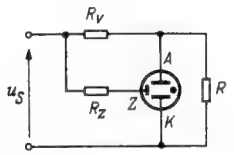

*Bild 31. Stabilisator mit Zündelektrode*
b) Es wird ein Stabilisator mit Zündelektrode angewendet (Bild 31). Man dimensioniert den Vorwiderstand $R_V$ so, daß an R bzw. am Stabilisator eine Spannung liegt, die nur wenig größer als die Brennspannung ist; d. h. man läßt die Bedingung (3) aus Abschnitt D außer Betracht. Beim Einschalten liegt demnach an A eine für die Zündung zu niedrige Spannung, dagegen an Z über $R_Z$ die notwendige Zündspannung. Die Strecke Z—K zündet; die entstehende Ionisierung ist ausreichend, um auch die Hauptstrecke A—K zu zünden. — Der Widerstandswert für $R_Z$ liegt gewöhnlich zwischen 100 und 500 kΩ. Man kann daraus erkennen, daß der über Z fließende Strom vernachlässigbar ist.